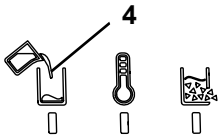

Rys. 12
- ♦ Wskaźnik "Podgrzewanie / gotowy do pracy" (5, Rys. 12) jest wyłączony.